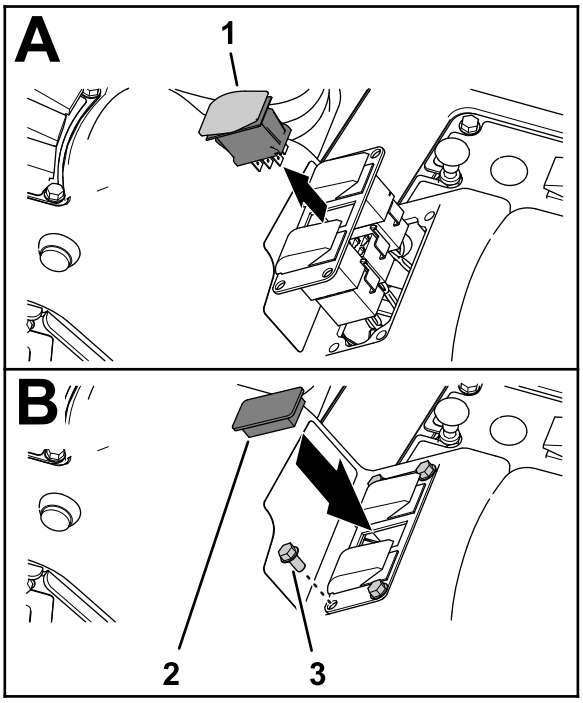

Rysunek 34
2. Ściśnij do siebie wypustki blokujące przełącznika regulacji dawki i wypchnij przełącznik z panelu 3 przełączników (Rysunek 34).
5. Zamocuj panel 3 przełączników do konsoli sterowania (Rysunek 34) używając 4 śrub kołnierzowych (¼ x ½ cala) odkręconych wcześniej w kroku 1.